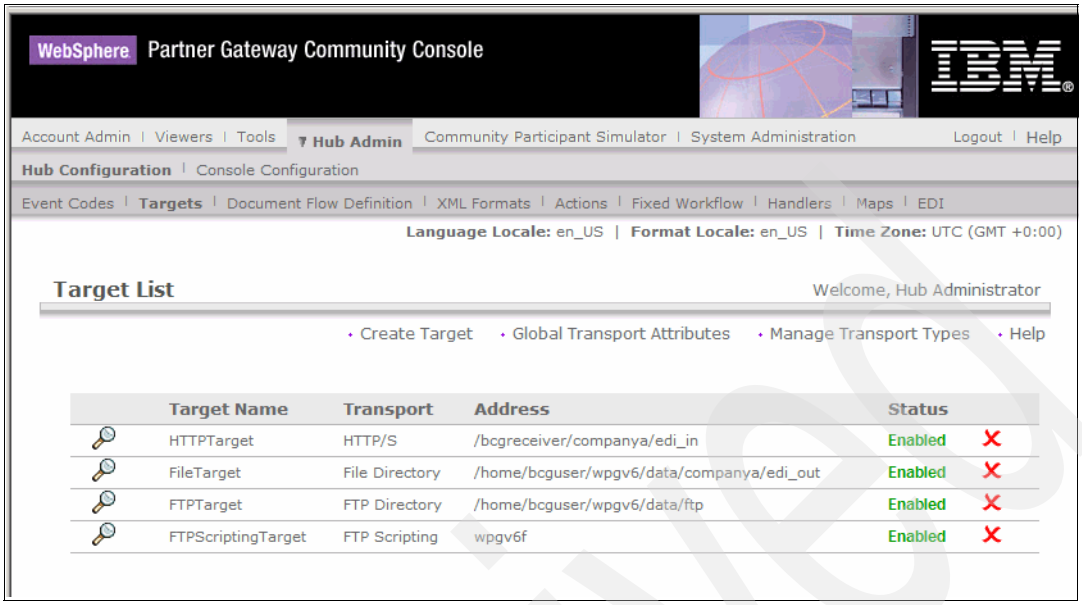

Figure 12-54 List of targets for Company A
l. Click **List** to return to the list of configured targets (Figure 12-54 on page 410).